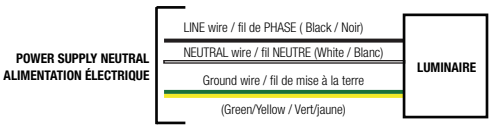

Fig. 1c
5. Make electrical connections between the luminaire and junction box wires as shown in Fig. 1c. Push the wires into the junction box through the central hole of the Universal Spider Adaptor Plate.
5. Effectuer les connexions électriques entre le luminaire et les fils de la boîte de jonction comme indiqué sur la Fig. 1c. Pousser les fils dans la boîte de jonction par le trou central de la plaque adaptateur à débouchures universelles.